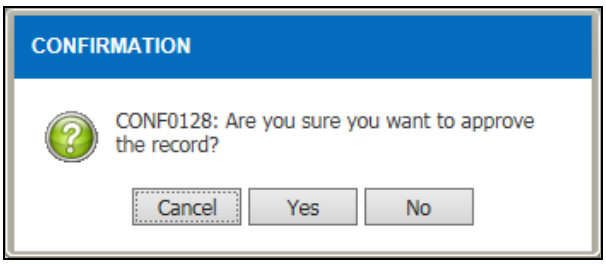

Figure 3.2-5 Confirmation Message
a) Click on the Approve button to approve the record and confirmation message will be display as Figure 3.2-5